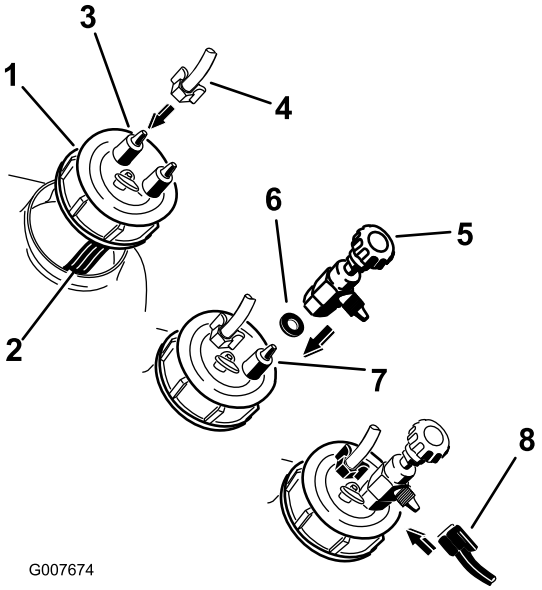

Figuur 15
2. Monteer de terugloopslang van 91 cm en de op de dop gemonteerde regelklep op de zwarte dop (Figuur 15).